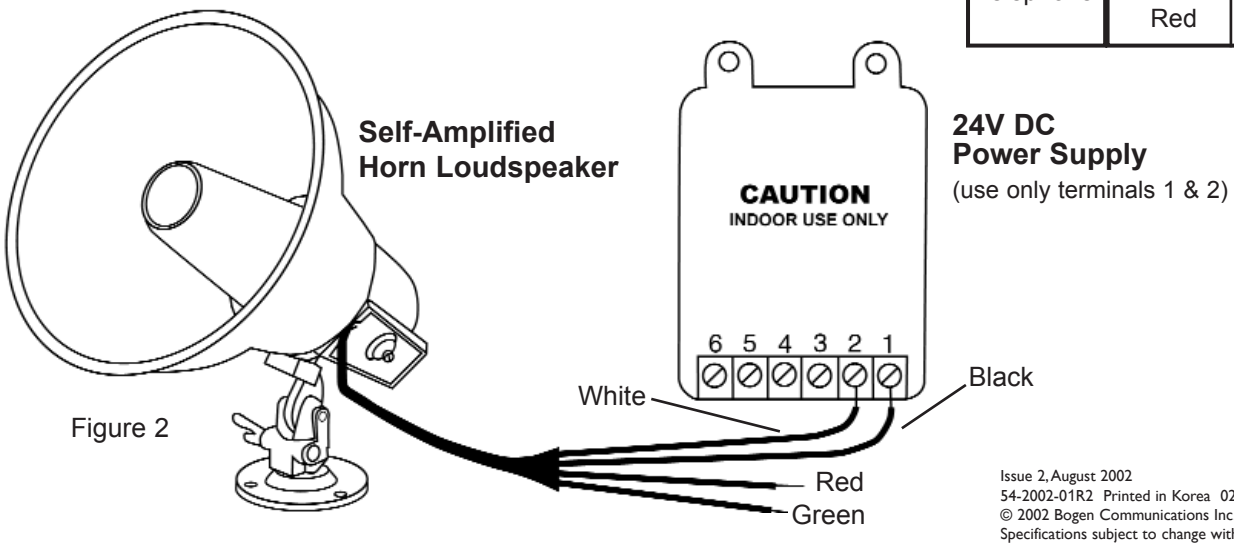

Figure 2
STEP 3 - Remove the plastic cover to gain access to the volume control. Using the table to the right and referring to Figure 2 below, make the electrical connection. The red and green wires are dry loop 600-ohm inputs. ***Note:*** *Use 22 AWG shielded, twisted pair on all wire runs.* Use a separate cable for the power and signal connections. Connect the shield of the signal cable to the ground of the audio source. **Do not connect the shield to the speaker** (the shield is only connected at one end).
Tap anchor until it is flush with the wall (see Figure 2).